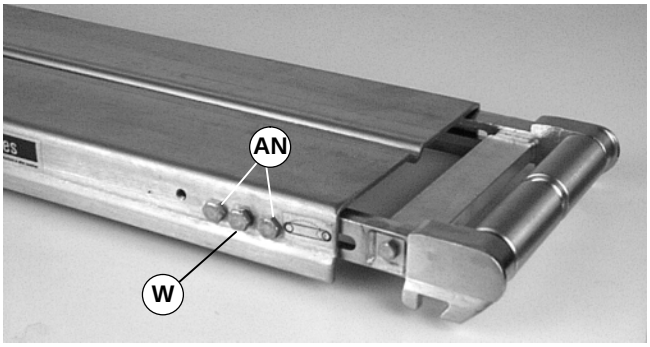

Abbildung 30
1. Die Schraube (W siehe Abbildung 30) entfernen.